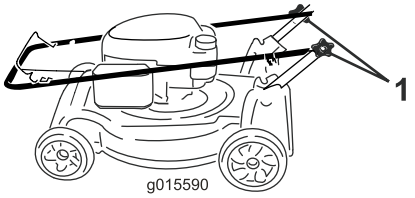

Figur 3
1. Lossa handtagsreglagen (Figur 3).
3. Dra åt reglagen ordentligt för hand (Figur 3).